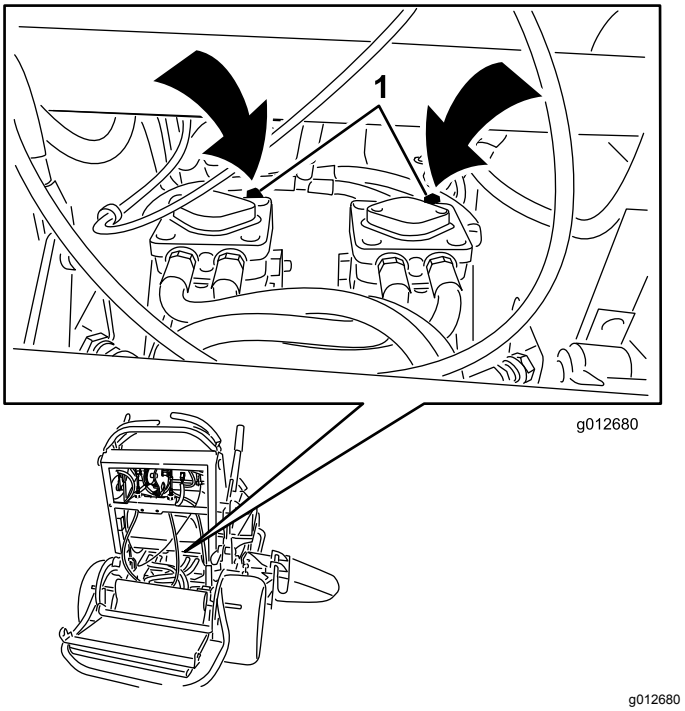

Figur 24
3. Åbn omløbsventilen på begge pumper ved at dreje dem 1 til 2 omgange mod uret (Figur 24).